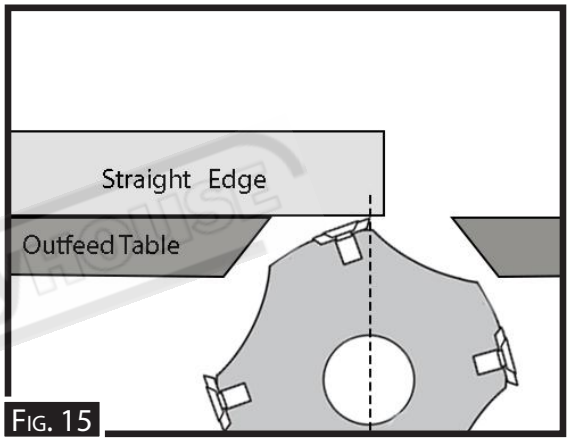

Fig. 15
10. Use a straight edge to realign out feed table with top of cutter edge. (Fig.15)